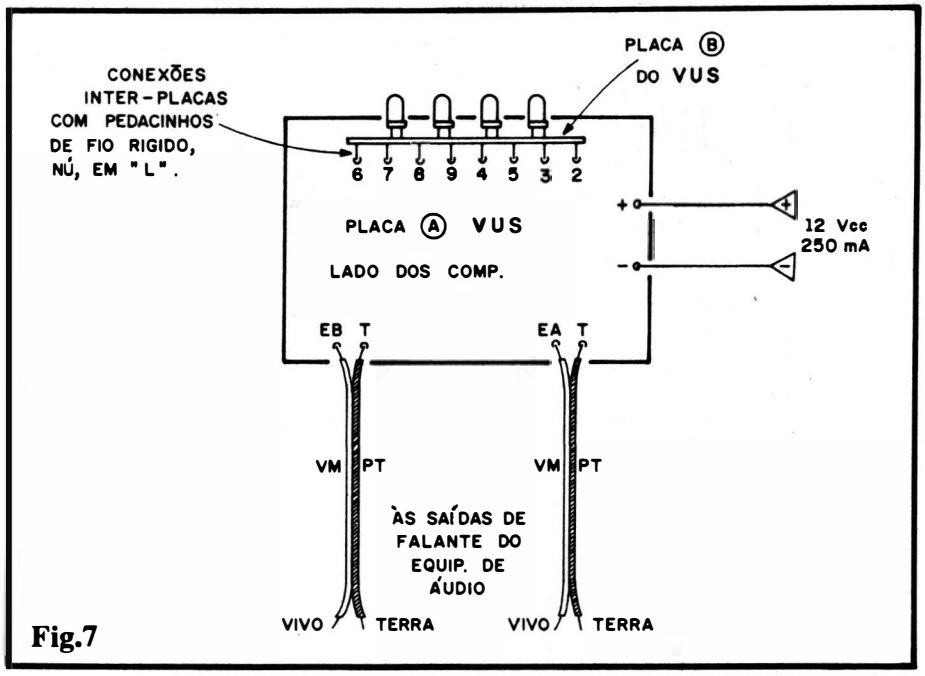

Fig.7
- **FIG. 7** - CONEXÕES EXERNAS E INTER-PLACAS - No ângulo da figura, vemos a placa principal (A), pela sua face não cobreada, enfatizando-se suas conexões externas, que são poucas: alimentação (polarização, atenção...) e as duas Entradas de sinal (também polarizadas, com a codificação apoiada nas cores dos fios - vermelho/preto...). Também é visível, na ilustração, a inter-conexão com a placa do **display** (B), que fica disposta em ângulo reto com a placa "mãe", ligada a ela elétrica e mecanicamente por 8 pedacinhos de fio rígido e nú, dobrados em "L", com suas extremi-